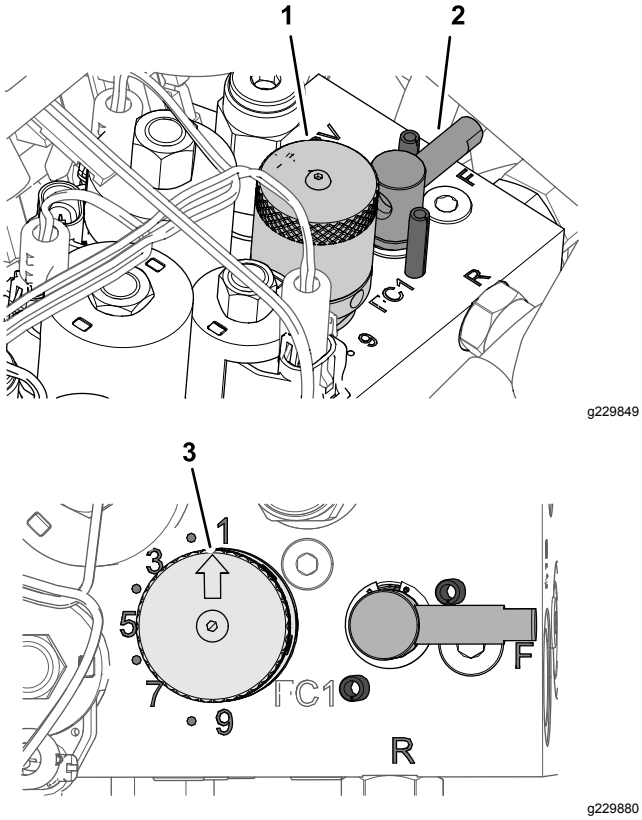

Figuur 64
5. Stel het toerental van de messenkooi in door de knop voor de toerentalregeling van de messenkooien te draaien (Figuur 64) tot de de indicatorpijl het nummer aanwijst dat u bepaald hebt in stap 3.